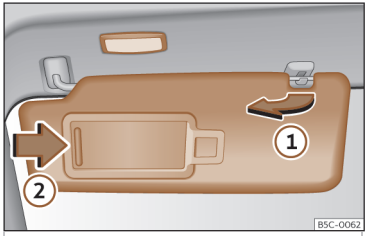

Abb. 100 Sonnenblende.
• Die Sonnenblende kann aus der Halterung herausgezogen und zur Tür››› **Abb. 100** (1) geschwenkt werden.